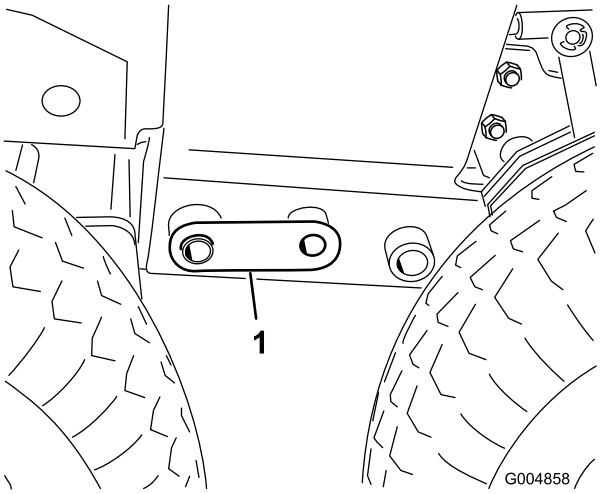

**Rysunek 83**
35. Wyjmij przednią podpórkę i opuszczaj przednią część maszyny na koła, aż sworznie sprzęgające (Rysunek 83) da się wysunąć z otworów w ramie.